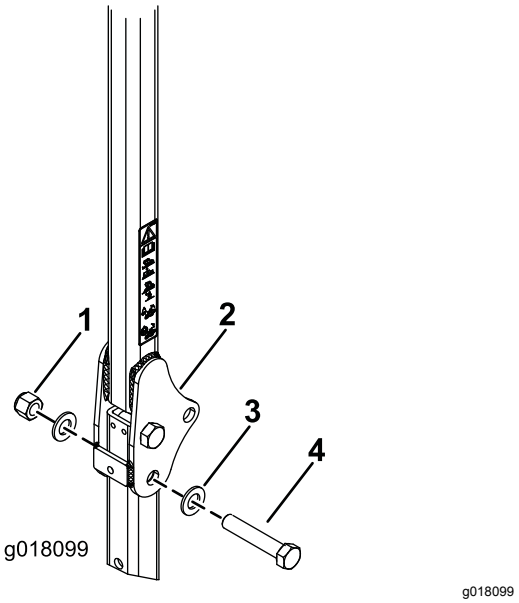

Figur 13
3. Sätt en bricka (13/16 × 1½") på varje skruv (3/4 × 4") enligt Figur 13.
4. Montera skruvarna och brickorna i hålen som stiften togs bort från (Figur 13).
5. Montera en till bricka på varje skruv och fäst med muttrar (¾") enligt Figur 13. Dra åt muttrarna till 323–396 N·m.
6. Dra åt vältskyddets axelbult (Figur 13) till 91–113 N·m så att störtbågen och solskärmen inte hoppar.